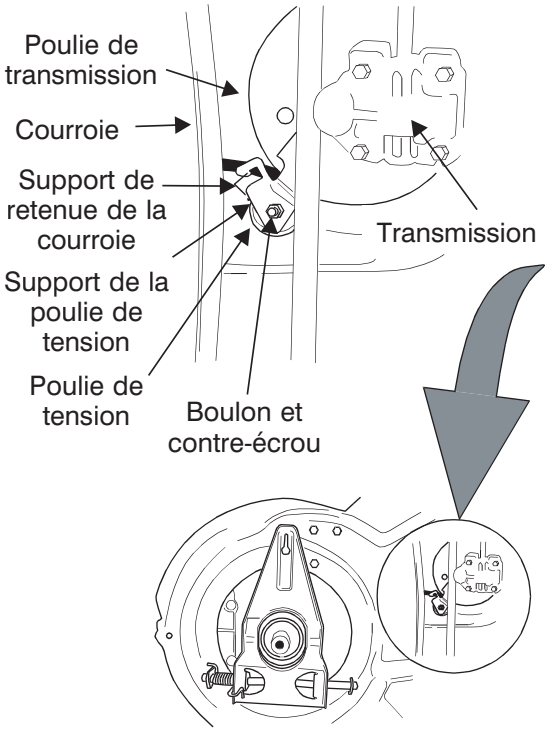

Figure 22
18. Serrez le boulon de la poulie de tension et le contre-écrou d'un demi-tour en utilisant deux clés de 7/16 po. Voir la Figure 22.
11. Dégagez la courroie en la faisant glisser entre le support du dispositif de retenue et la poulie de tension. Voir la Figure 22.